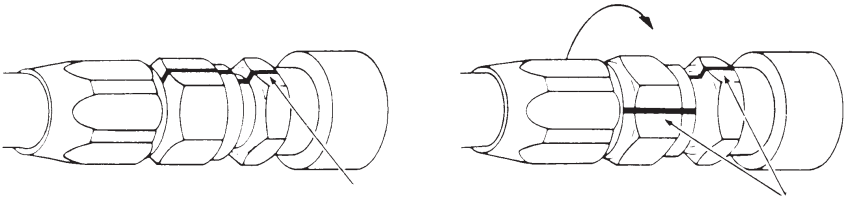

Figure 8 - Marking the Fittings for Correct Tightening
b. Mark the flats as shown in **Figure 8**.